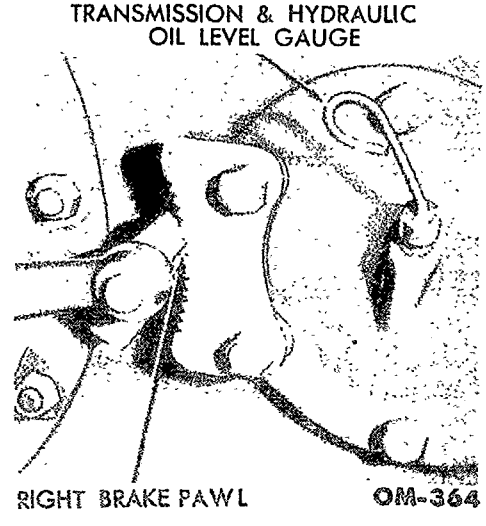

Fig. 4—Brake Pawl
d. Oil Level Gauges. The bayonet gauge for the engine oil level is located on the left-hand side of the engine block. (fig. 2). The transmission and hydraulic oil level gauge is located on the right-hand side of the center housing (fig. 4). Both oil level gauges have calibrations showing the full and minimum oil levels.